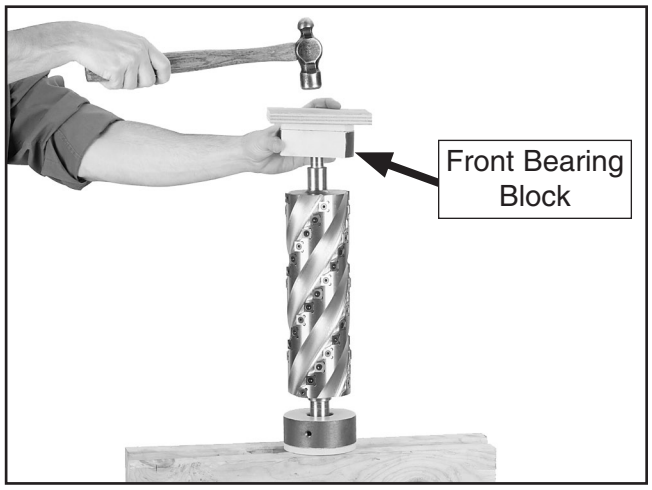

Figure 17. Reinstalling front bearing block.
4. Use a hammer and a scrap piece of wood to seat the front bearing block onto the cutterhead shaft, as shown in **Figure 17**. Tap the front bearing block until it meets resistance.